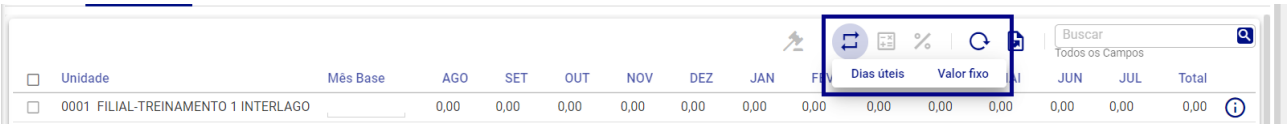

Figura 349: Modalidades Dias Úteis Valor Fixo
2. Escolha uma das modalidades (Figura 349):